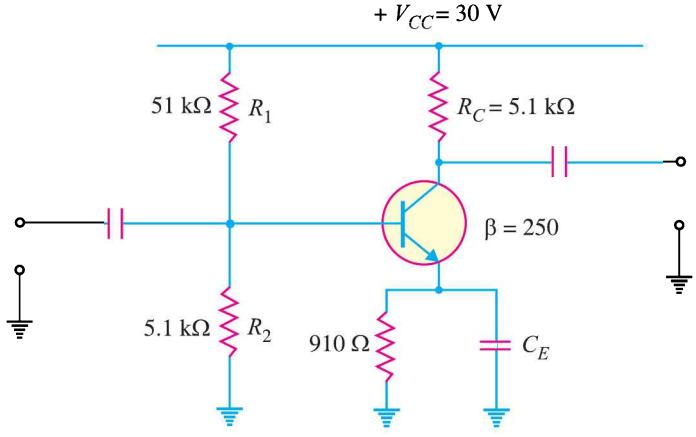

Fig. 10.47
9. Determine the voltage gain for the amplifier circuit shown in Fig. 10.47.
10. What is the input impedance of the amplifier circuit shown in Fig. 10.47 ? **[1.75 kΩ]**